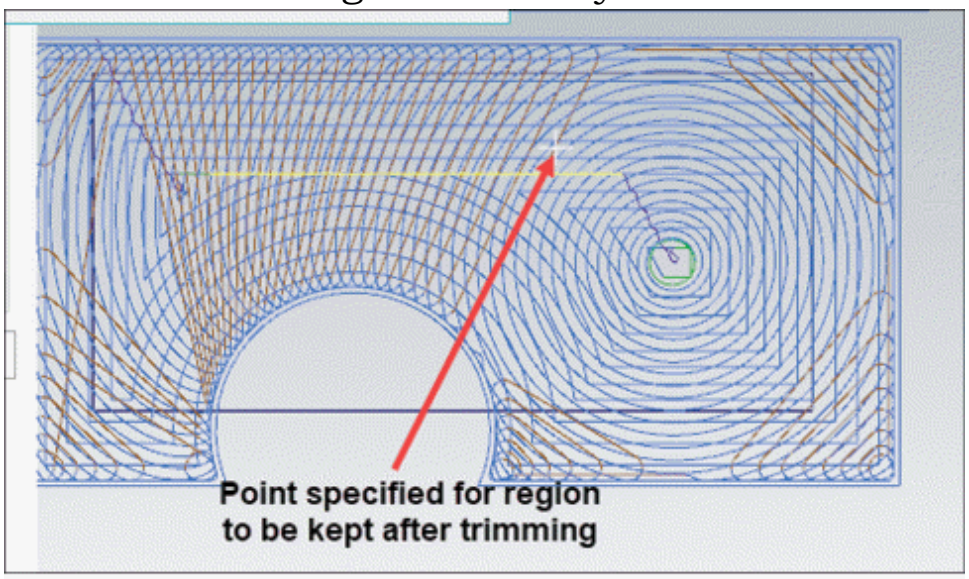
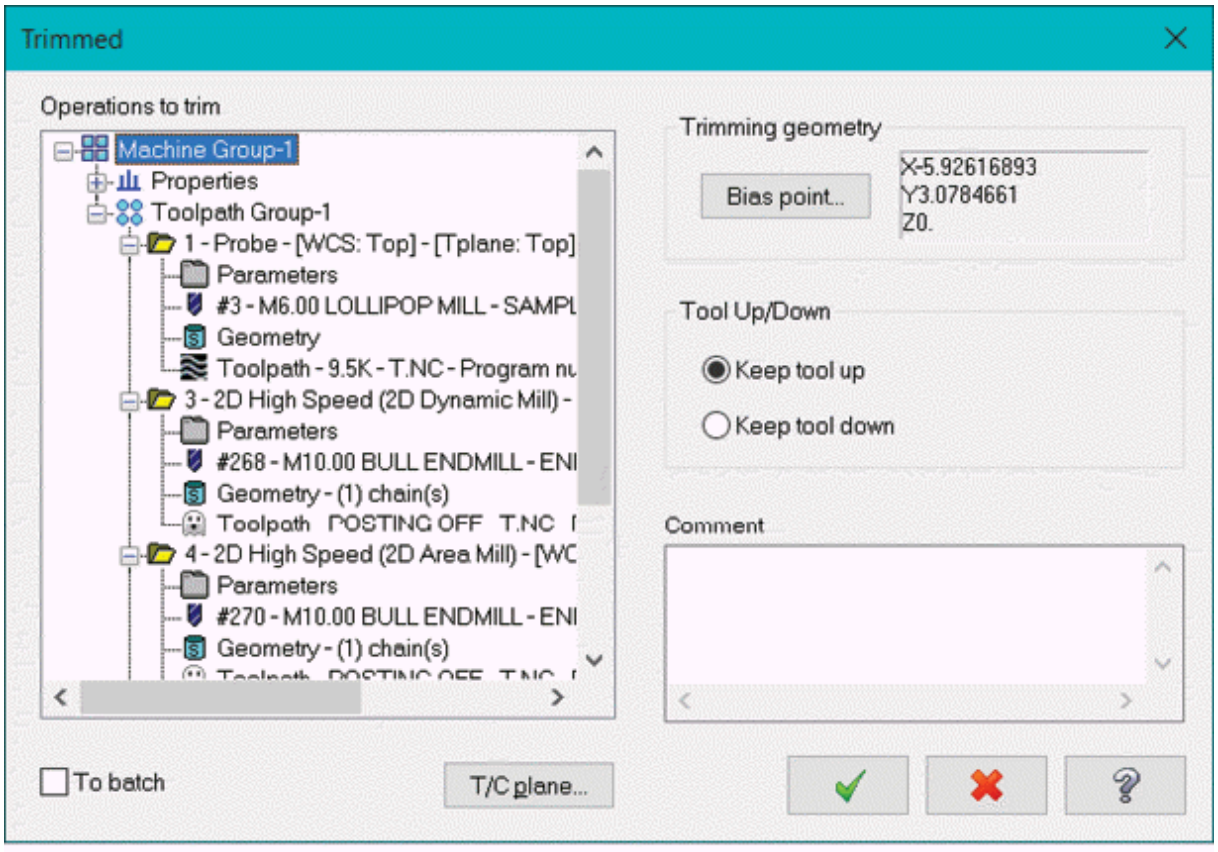

Figure-30. Specifying point for region to be kept
Figure-31. Trimmed dialog box
- Click on desired side of reference curve to define portion to be kept; refer to Figure-30. The **Trimmed** dialog box will be displayed; refer to Figure-31.